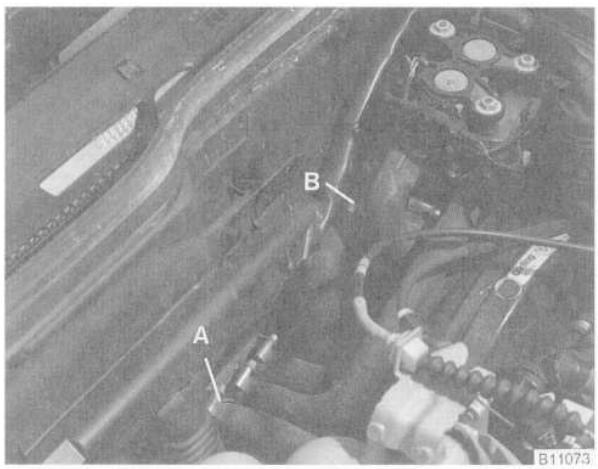

Fig. 33. Coolant hose at heater core (**A**) and heater valve (**B**) to be disconnected.
6. Disconnect the coolant hoses from the heater core and the heater valve shown in Fig. 33.